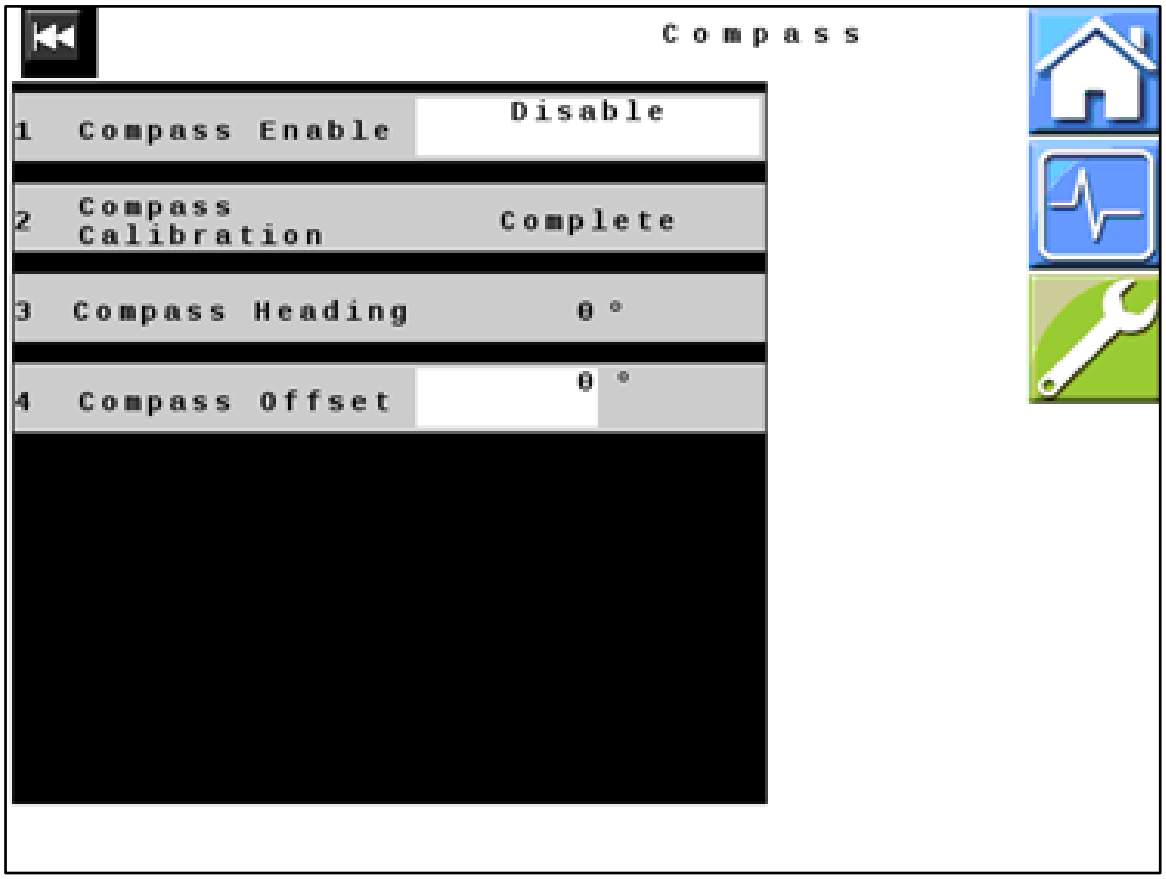

Figure 27 — Compass
50. *Figure 27*: Verify that all values displayed on your unit match those shown here. Change values if necessary.